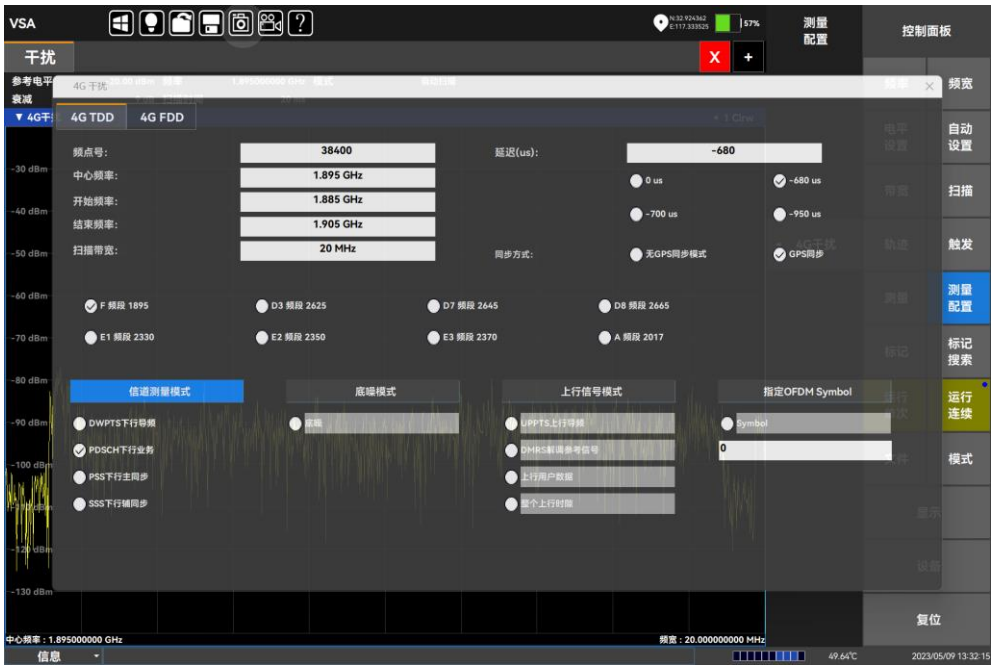

图 7.24 4G TDD 干扰模式选择
- 选择**【GPS】**同步，4G TDD 干扰选择界面如图 7.24 所示: